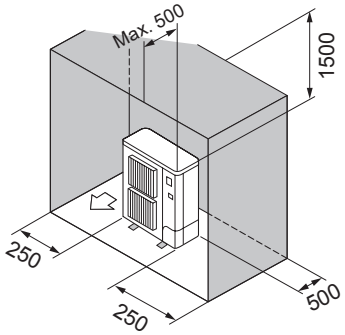

Fig. 2-12
(6) Obstacles uniquement à l'arrière, sur les côtés et au-dessus (Fig. 2-12)